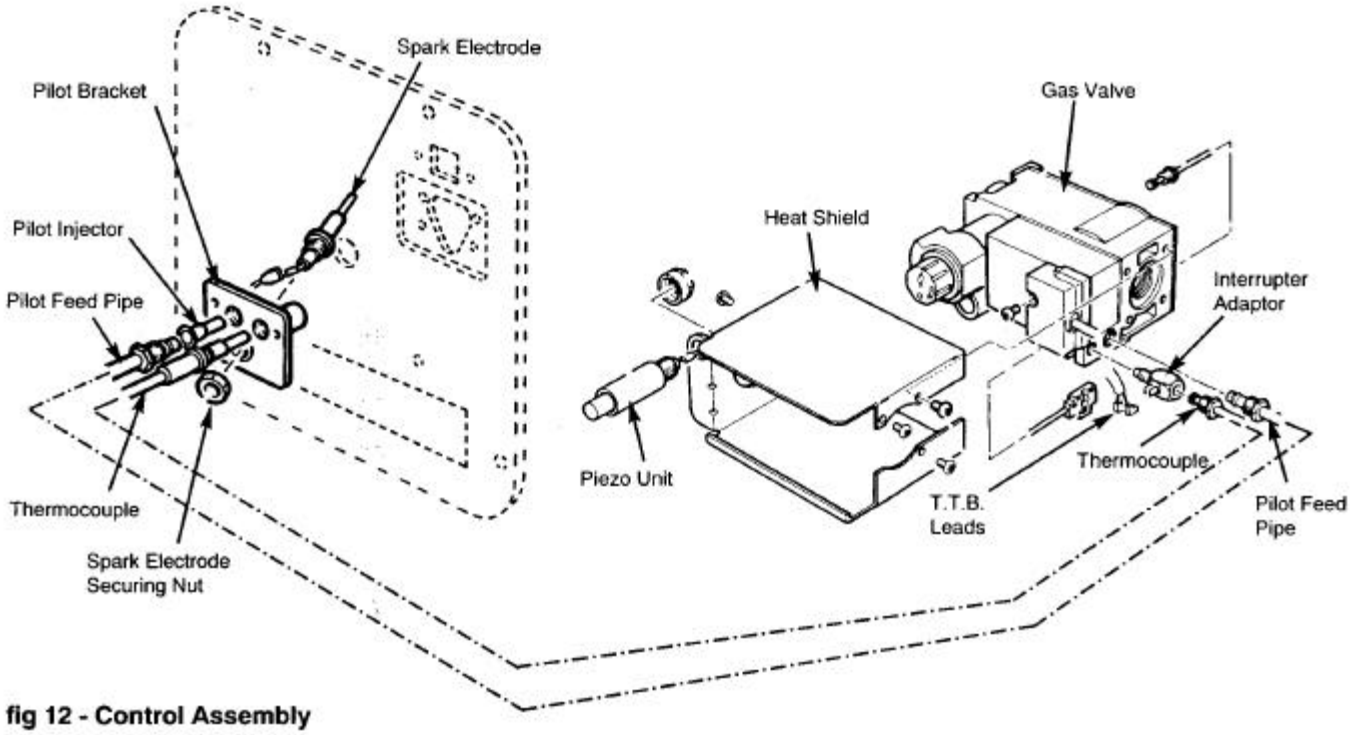

fig 12 - Control Assembly
13) Clean the pilot as follows: Unscrew the pilot tubing nuts at both ends and remove the pilot tube. Remove and clean the pilot injector and clean the pilot shroud (Fig 12).
3) Release the thermocouple nut at the side of the gas valve from the interrupter adaptor (Fig. 12).
3) Release thermocouple nut and interrupter device from the valve (Fig 12).
T.T.B. ASSEMBLY (Fig 12)
GAS VALVE (Fig 12)
PIEZO UNIT (Fig 12)
SPARK ELECTRODE (Fig 12)